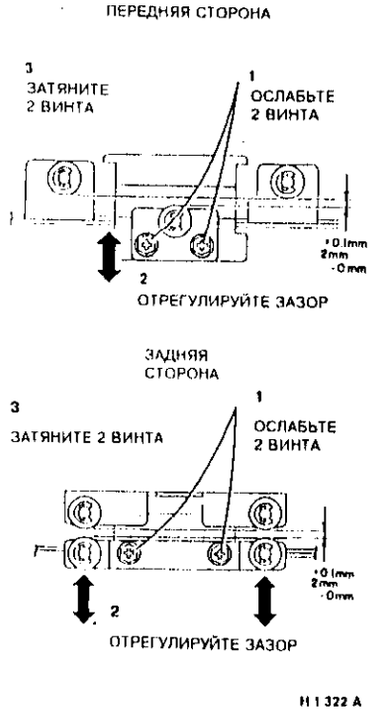

Рисунок 2. Регулировка зазора (переднего и заднего)
1. (Рисунок 2) Отрегулируйте зазор (передний и задний).